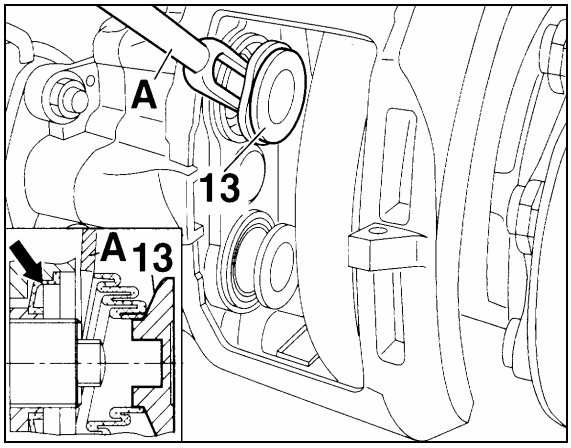

FIGURE 34: RUBBER BOOTS 12115
a) The rubber boots (13, Fig. 34) should show no damage, check the attachment.